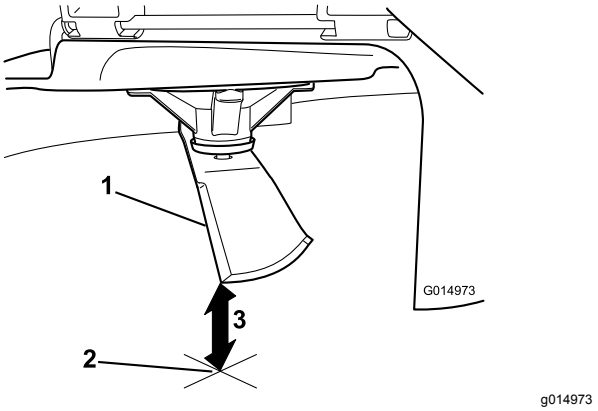

Figure 74
3. Mesurez la distance entre la pointe de la lame et la surface plane (Figure 74).